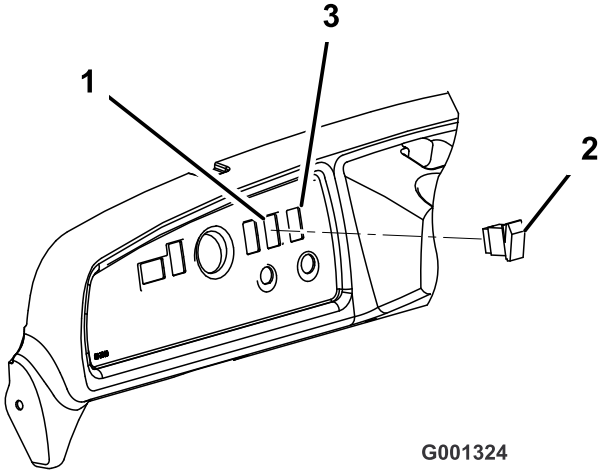

Figure 6
2. Remove the plug from the dash panel, to the right of the steering column and above the key switch (Figure 6).
5. Press the up-paddle of the bed-lift switch to extend the actuator (Figure 6).
6. Align the up-paddle to the 12 o'clock position and insert the bed-lift switch into the opening in the dash (Figure 6).